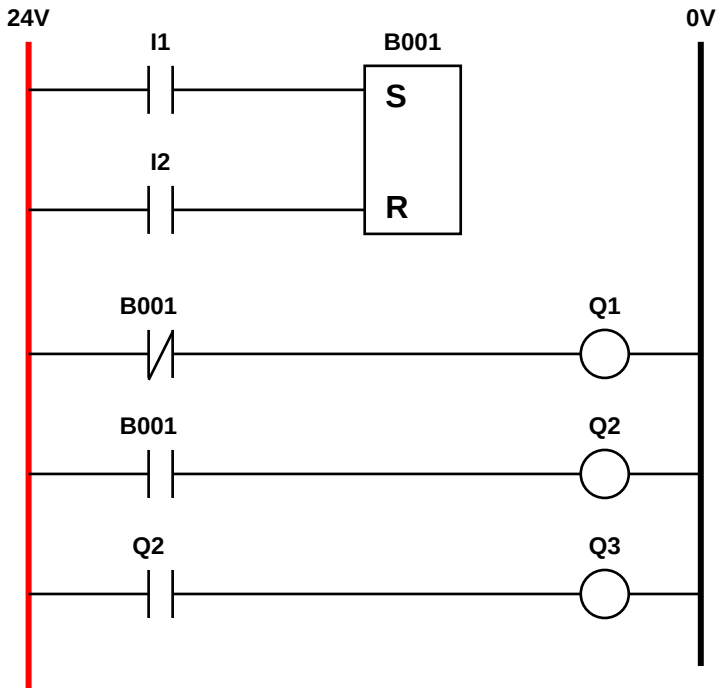

FIGURE 2
1.3 Study the PLC ladder source code controlling a remote water pump motor, as shown in FIGURE 2: